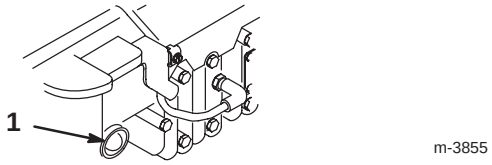

Figure 9
2. Push in the primer 3 times, waiting one second between each push (Fig. 9).